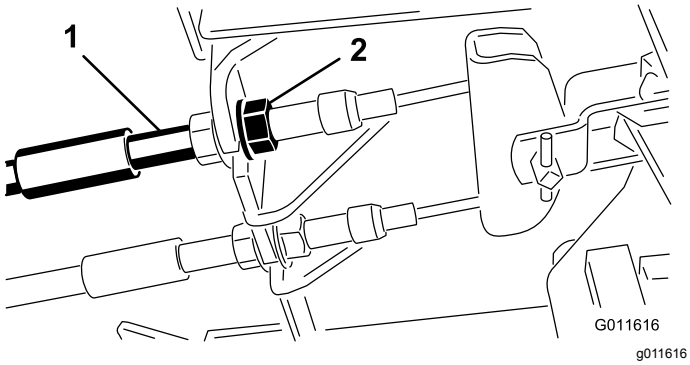

Figur 87
1. Tilspænd bremserne for at reducere bremsepedalernes frie vandring ved at løsne den forreste møtrik på bremsekablets gevindende (Figur 87).